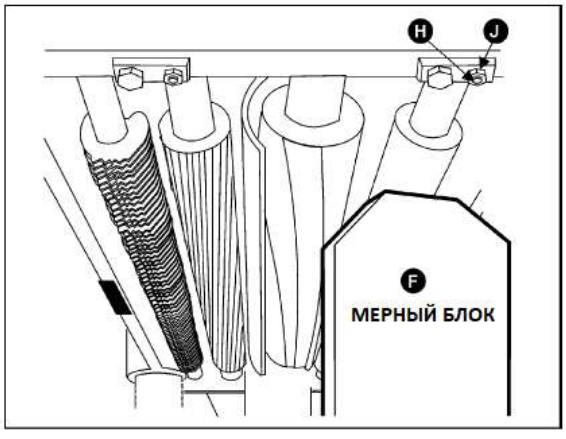

Рис. 27
5. Извлеките щуп и сдвиньте мерный блок (F, см. Рис. 27) под один конец ролика разгрузки. Нижняя часть ролика разгрузки должна только касаться вершины измерительного блока. Если необходима регулировка ролика разгрузки, ослабьте стопорную гайку (J, см. Рис. 27) и поверните винт (H, см. Рис. 27), пока ролик разгрузки не коснется мерного блока. Затем затяните стопорную гайку (J, см. Рис.27).